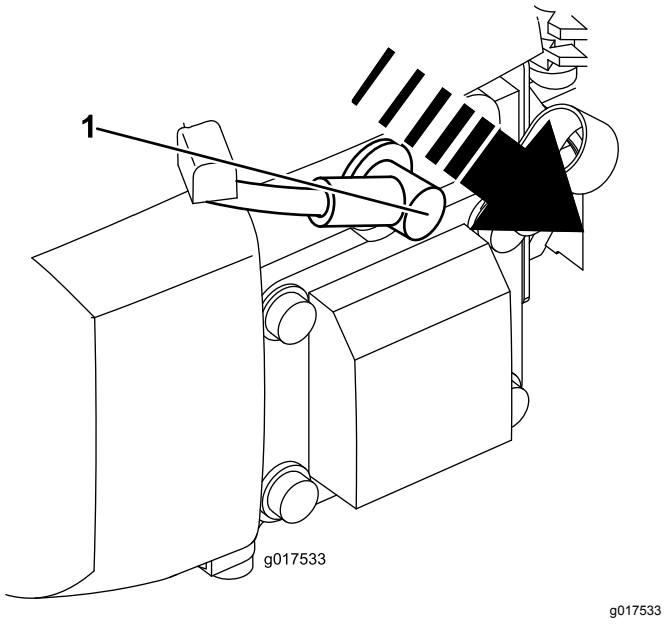

Figur 17
2. Lossa tändkabeln från tändstiftet (Figur 17) innan du utför något underhåll.